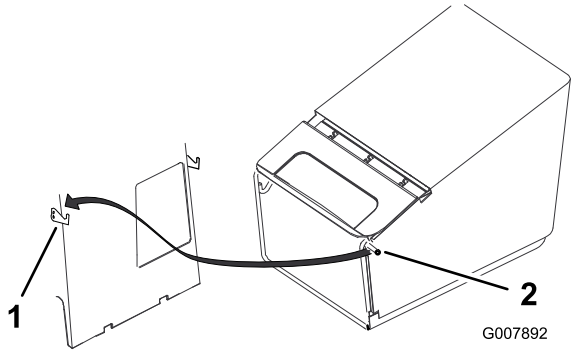

Figur 18
3. Häng upp gräsuppsamlarens rampiggar på krokarna enligt Figur 18.